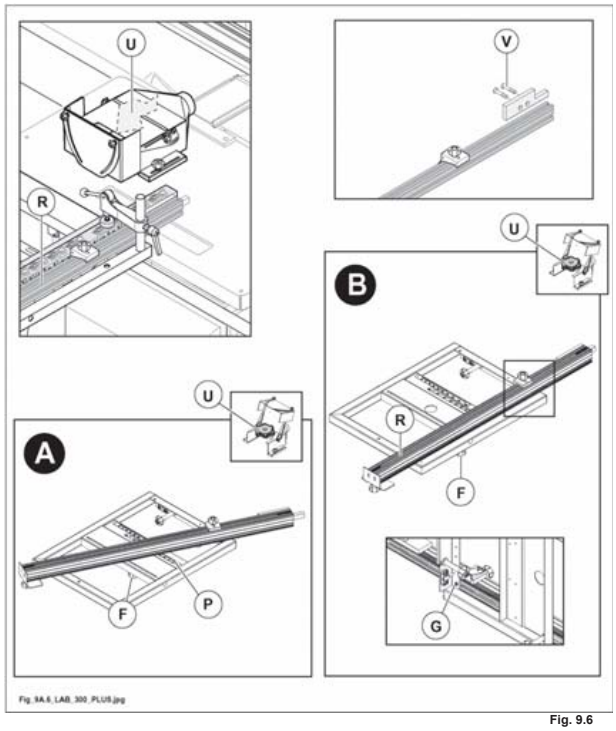

Fig. 9.6
il paraschegge è fissato alla riga con le viti (V fig. 9.6).
1) Allentare il pomello (F fig. 9.6).
2) Per l'uso posizionare la riga facendo riferimento alla targhetta (P fig. 9.6).
3) Serrare il pomello (F fig. 9.6).
2) Allentare il grano (G fig. 9.6).
3) Posizionare la riga telescopica (R fig. 9.6) alla giusta distanza dagli utensili (U fig. 9.6).
4) Bloccare nuovamente il grano (G fig. 9.6).
5) Serrare il pomello (F fig. 9.6).